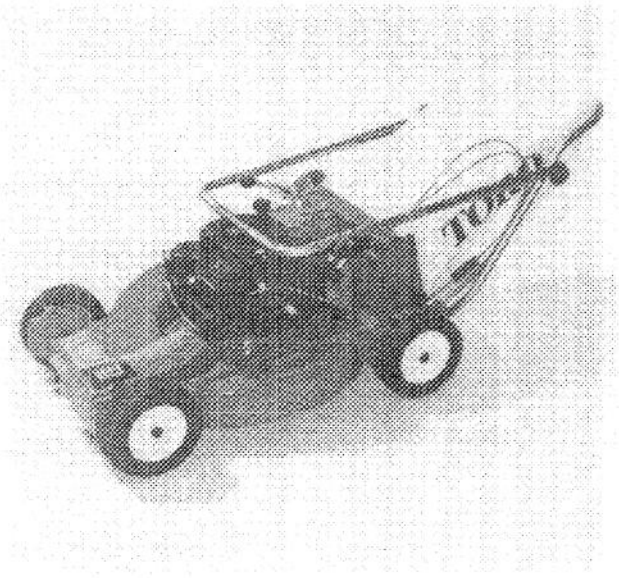

Figure 51
13. Handle may be folded for storage (Fig. 51).